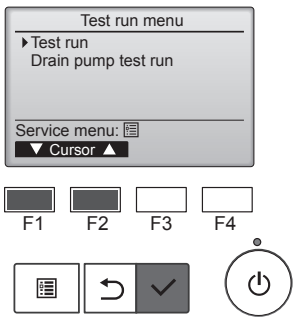

Fig. 7-2
② Velg "Test run" (Testkjøring) fra Testkjøring-menyen, og trykk på [VELG]-knappen. (Fig. 7-2)
③ Testkjøringen starter, og Testkjøring-driftsskjermen vises.